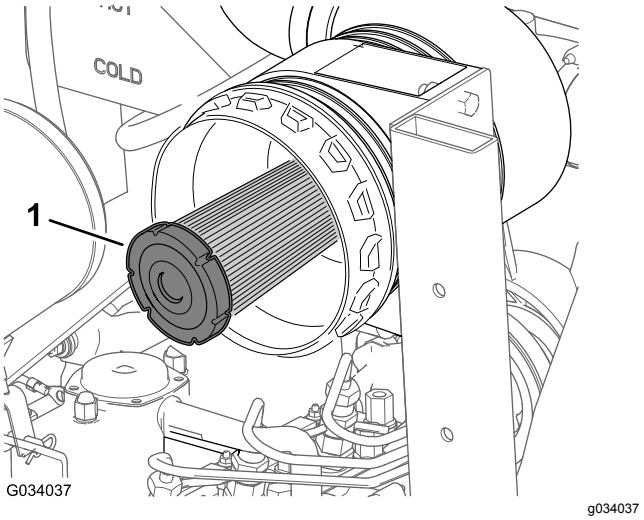

Figur 47
2. Kontroller luftfilterets sikkerhedsfilter for støv og snavs (Figur 47).
Vigtigt: **Forsøg aldrig at rense sikkerhedsfilteret (Figur 47). Udskift sikkerhedsfilteret efter hvert tredje primærfiltereftersyn.**